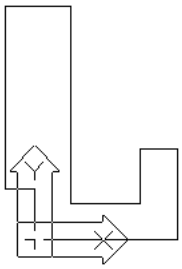

Fig. 4.12
3. După stabilirea poziției de reprezentare, a numărului de proiecții necesare şi natura acestora, se începe cu trasarea proiecției principale. Pentru aceasta, ne vom poziționa cu originea într-un punct caracteristic proiecției cu ajutorul grilei de puncte (fig. 4.12).